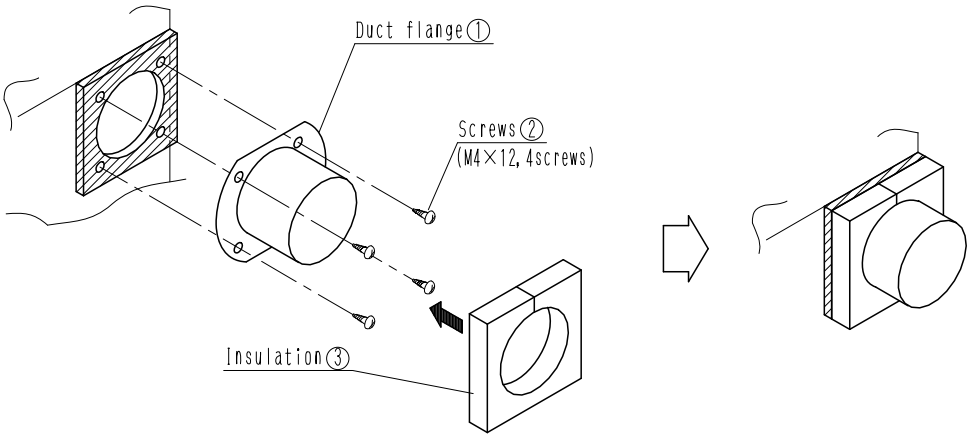

Fig. 3
3. Install the duct flange① with screws② (M4×12, 4 screws) to the opening and adhere the insulation③ (Fig. 3)